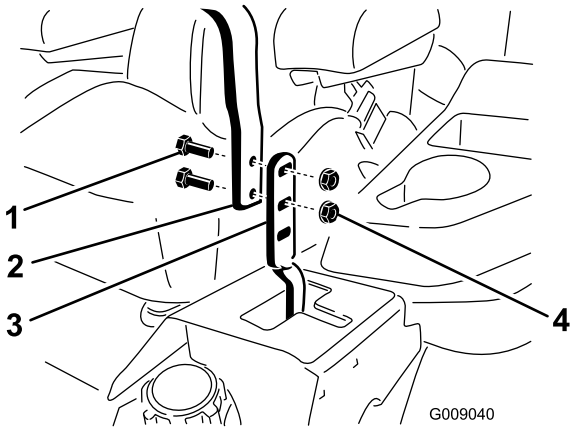

Figur 77
3. Løsn boltene og de flangemøtrikker, der er monteret i håndtagene (Figur 77).